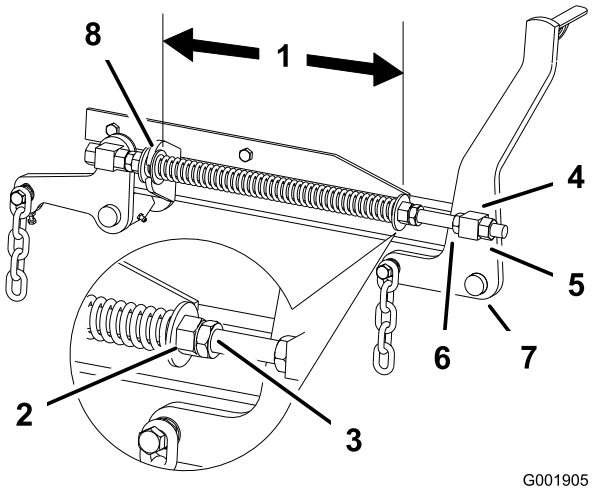

Figuur 70
2. Controleer de afstand tussen de twee grote ringen; deze moet 29,2 cm bedragen (Figuur 70).
3. U kunt deze afstand instellen door de contramoer van de veer los te draaien en vervolgens te draaien aan de moer op de voorkant van elke veer (Figuur 70). Als u de moer rechtsom draait, wordt de veer korter; als u de moer linksom draait wordt de veer langer.
4. U borgt de moer in deze positie door de contramoer van de veer vast te draaien (Figuur 70).